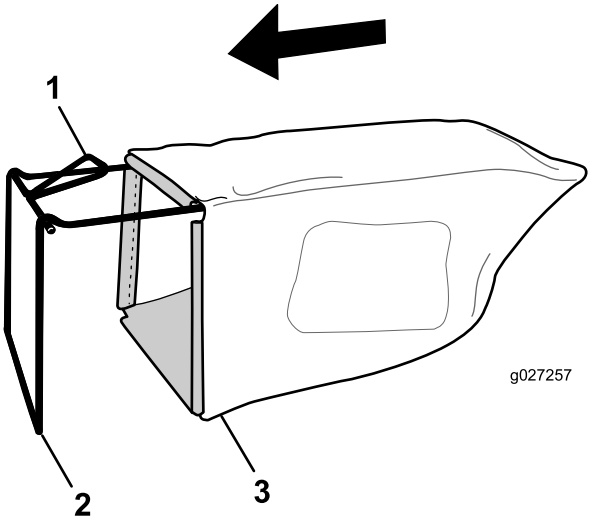

Figura 5
1. Coloque la bolsa de recogida sobre el bastidor, según se muestra en la Figura 5.
Nota: No coloque la bolsa sobre el manillar (Figura 5).